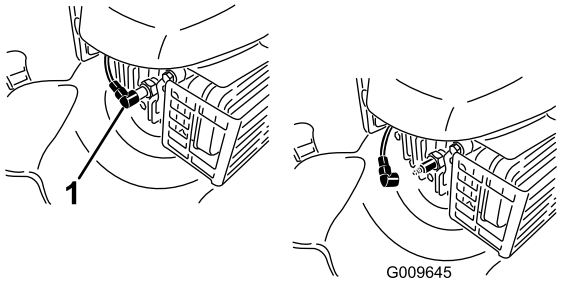

**Figuur 18**
2. Trek de bougiekabel los van de bougie (Figuur 18) voordat u onderhoudswerkzaamheden uitvoert.